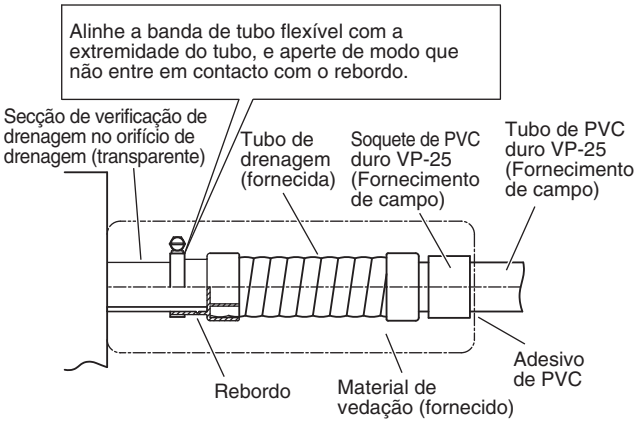

Fig. 3-8
A parte de drenagem transparente na unidade permite a verificação da drenagem. (Fig. 3-8)
- **Aperte as braçadeiras de tubo flexível de modo que suas contra-porcas fiquem viradas para cima. (Fig. 3-8)**